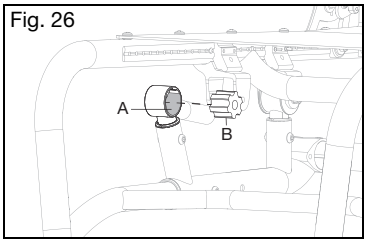

Fig. 26
2. Push the polymers (Fig. 26:B) that you are replacing, out of the tower and push in new polymers. Ensure edges of polymer line up with the groove inside the tower. See the chart below to help determine which polymers suit the type of ride you desire, soft or firm, based on the user weight and the chair center of gravity. The polymer part number and color are called out in the chart. See the image below chart for illustration.
NOTE: There is tape (Fig. 26:A) inside of the tower. The tape covers the inside of the tower opening except for the top section with the polymer alignment notches. Ensure the tape is still in place while installing the new polymer.